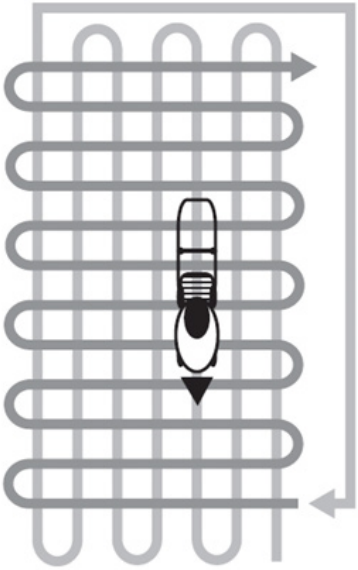

Рис. 9 Схема перпендикулярного кошения
5. При кошении в тяжелых условиях (п.3,4) рекомендуется проводить повторный покос с меньшей высотой скашивания. На Рис. 9 представлена схема движения газонокосилки при выбросе травы в травосборник.